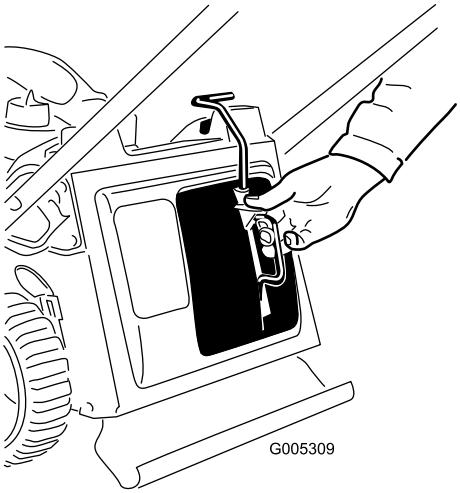
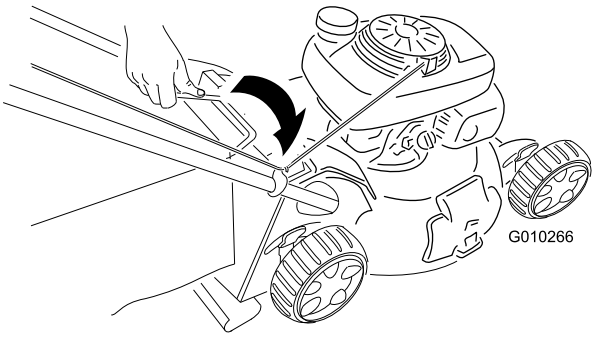

Figuur 21
Figuur 22
1. Plaats de mulchplug (Figuur 21) of de grasvanger (Figuur 22) op de maaimachine.